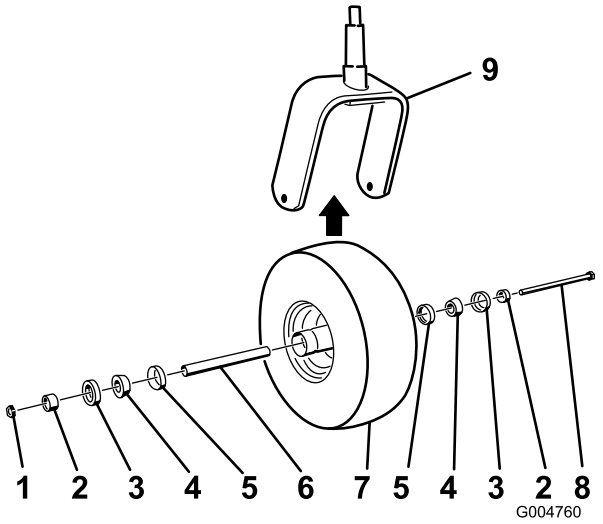

**Figur 48**
2. Skru låsemøtrikken af bolten, der holder styrehjulsenheden fast i styrehjulsgaflen (Figur 48).
5. Saml styrehjulet ved at skubbe konuslejet og lejetætningerne, der er godt pakket med fedt, ind i hjulnavet. Delene skal være placeret som vist i Figur 48.